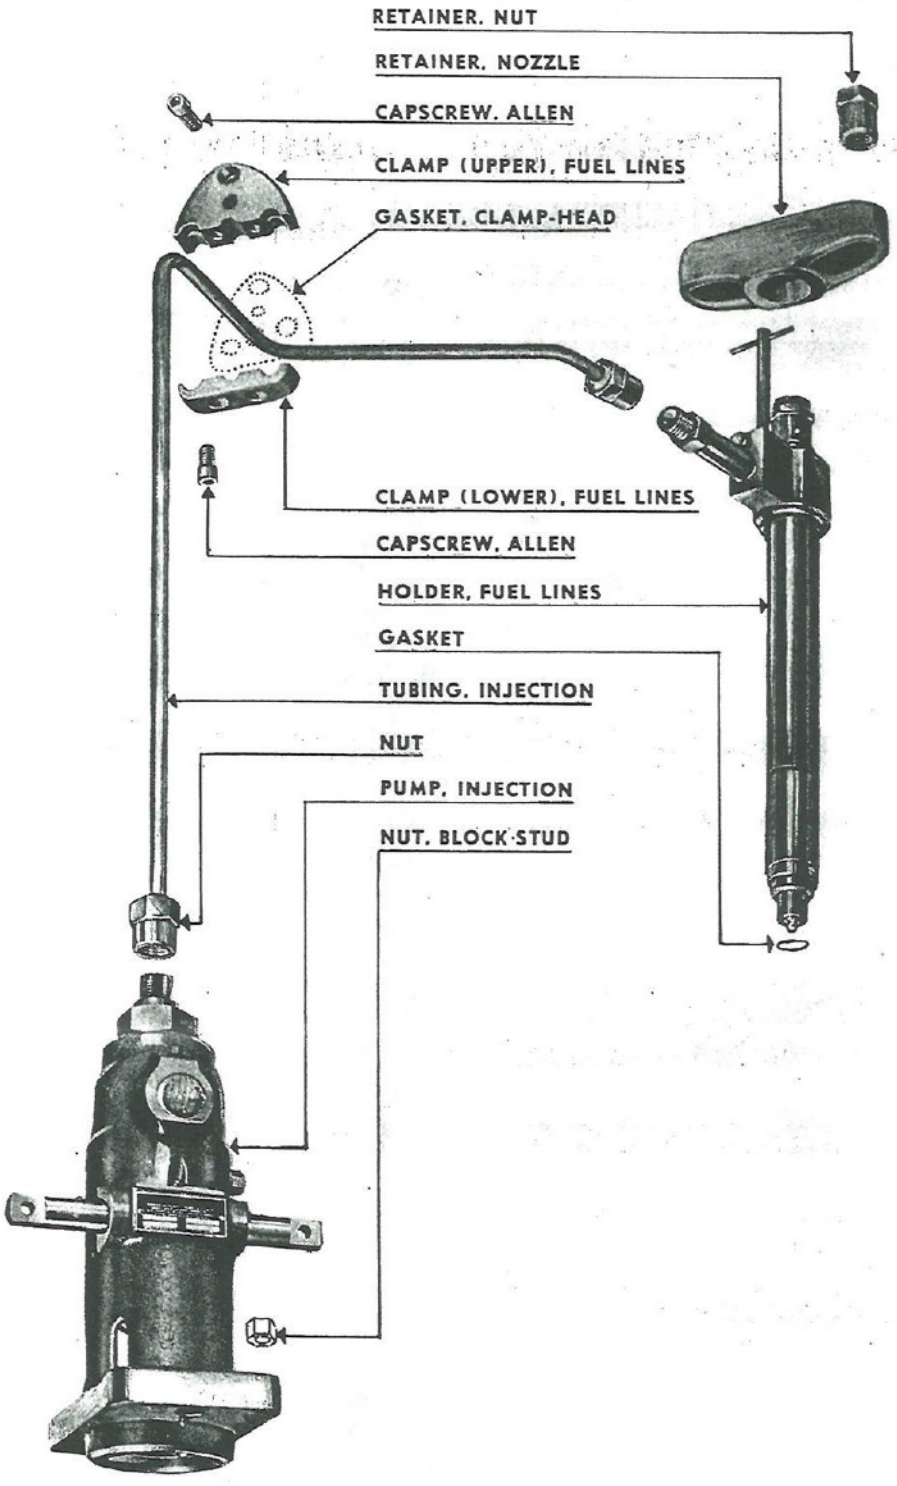
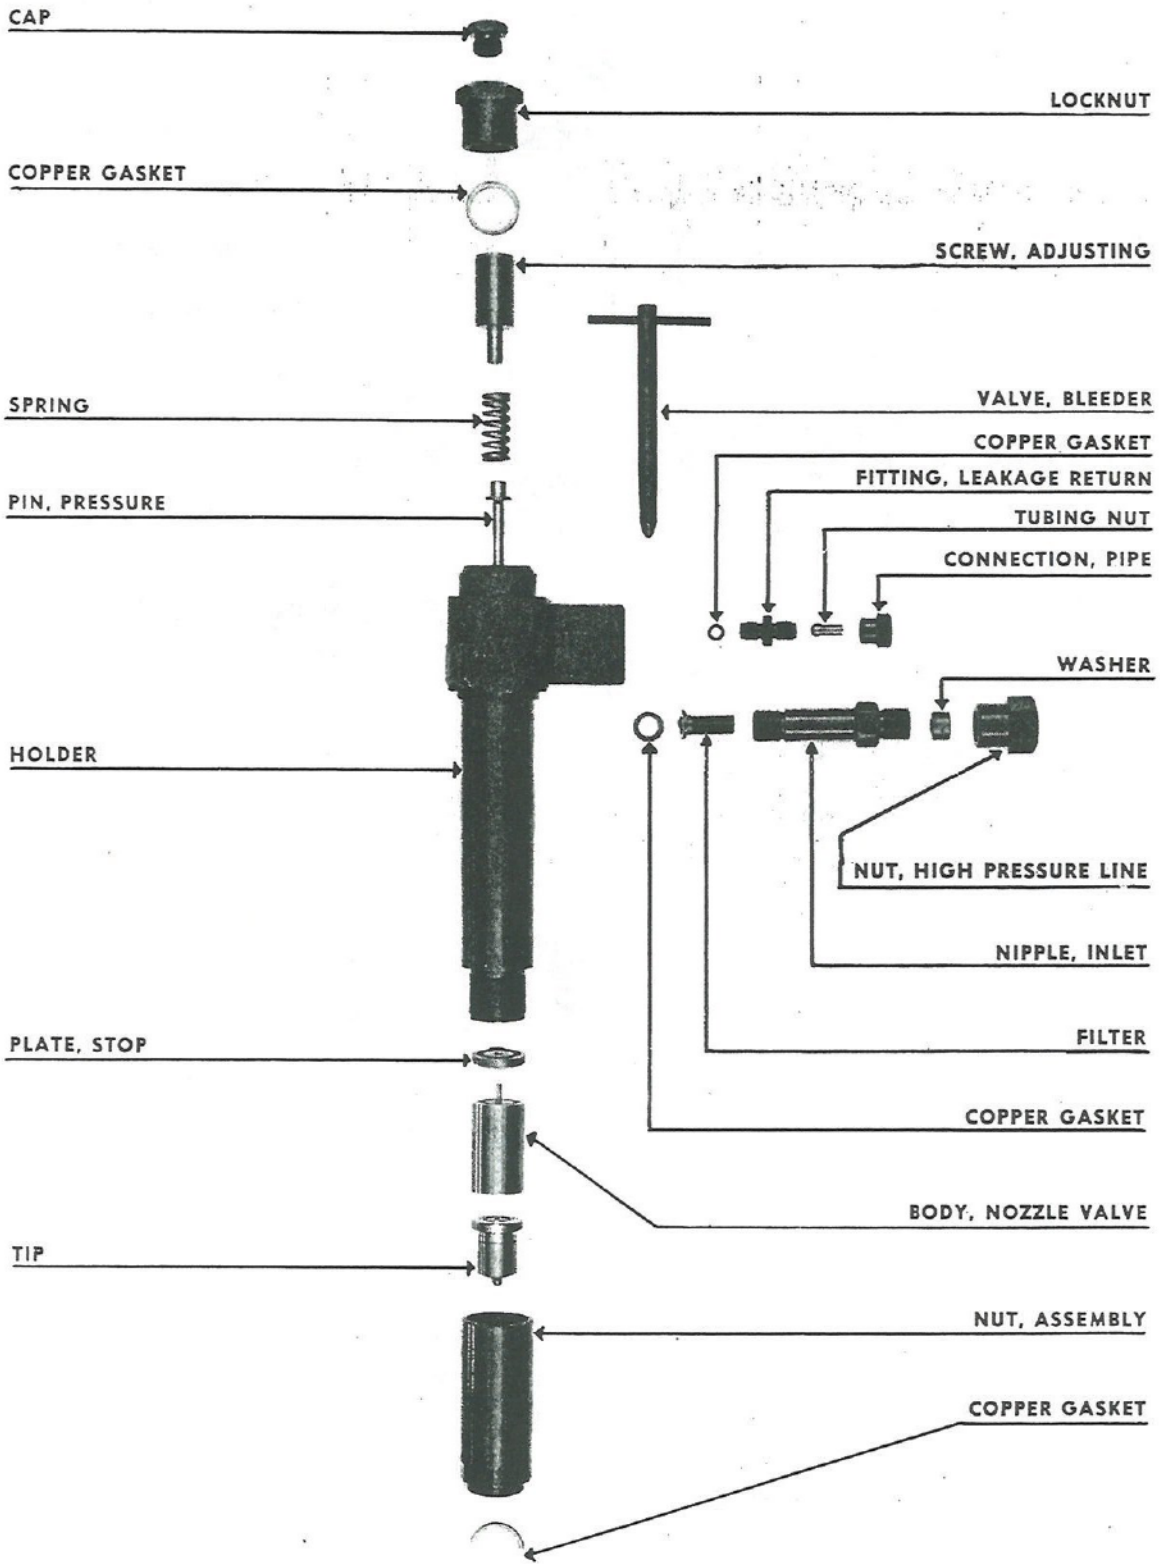

Fig. 36. Fuel Injection Pump and Nozzle with Connecting Tubing
Fig. 39. Fuel Nozzle Parts
with the tubing which leads to the fuel injection nozzles in the cylinder heads. In Fig. 36 the fuel injection pump and fuel injection nozzle are shown together, partially disassembled. The fuel injection pump is driven by a fuel tappet roller that contacts a cam lobe on the camshaft at the proper intervals to insure fuel delivery to each cylinder at the correct time. The operation of the camshaft is fully explained in Sect. VI. Basically, the fuel injection pump is of the simple plunger type. It is composed of a cylinder, or housing, in which a plunger or piston moves up and down. On the downward stroke the piston draws in fuel, and on the upward stroke it forces the fuel out into the delivery line. However, since the amount of fuel delivered to each cylinder determines the speed and power developed, it is necessary that something be done to permit only part of a full pump load of fuel to reach the cylinder when the engine is being run at less than full speed. This is done by a by-pass system.
51. FUEL SPRAY NOZZLE. a. At this stage the fuel is in the injection tubing and is ready to enter the cylinder through the fuel spray nozzle. In Fig. 36 this nozzle is illustrated with the fuel injection pump and the fuel tubing. In Fig. 39 it is shown disassembled. The tip of the nozzle has fine holes through which the fuel enters the cylinder in a highly atomized state. Because these holes are so small, every precaution must be taken to deliver only clean fuel. As the fuel enters the fuel inlet of the nozzle, it must pass through another filter. This is called an edge filter. It is a simple mechanism with a filter placed in the path of the fuel, and its purpose is to screen out any particles of dirt that may still be in the fuel.
b. The fuel spray nozzle, in principle, is a highly machined and perfected spring loaded pressure relief valve. An adjusting screw sets the tension of the spring to hold the valve closed until the fuel in the injection tubing attains sufficient pressure to overcome the spring tension. The valve is then unseated and the fuel rushes out through the nozzle tip and into the cylinder. A bleeder valve and fittings also are shown in Fig. 39. The functions of these parts are explained later.